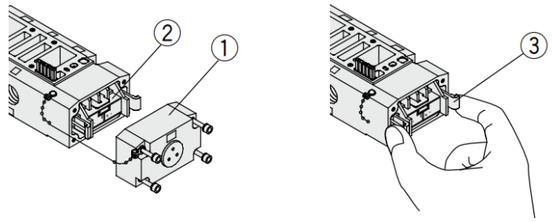

Figure 14. Connexion électrique enfichable (boîtier de connexion) (VFR5000)
- Le bornier est câblé comme représenté dans la figure 14. Connectez-le à chaque côté alimentation électrique.